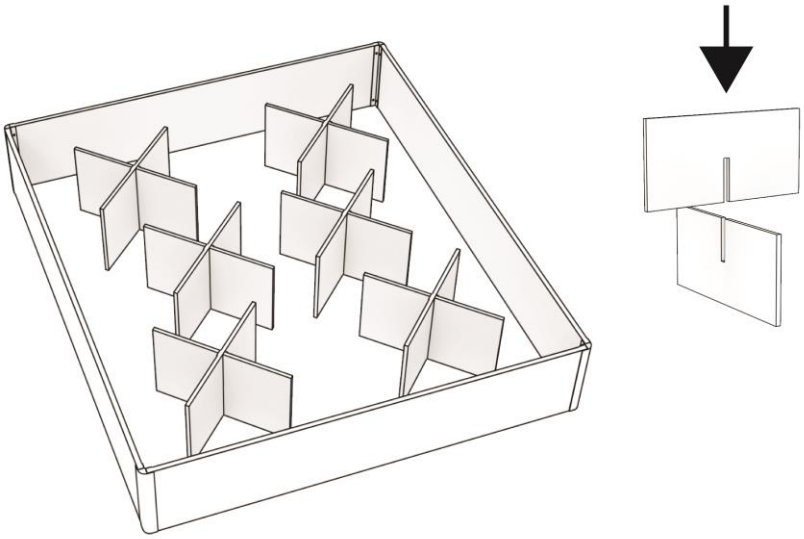

Abbildung 3: Montage der Kreuzstücke und Beispiel der Aufstellung.
Schritt 3. Montieren Sie die mitgelieferten Kreuzbalken und legen Sie diese gleichmäßig in den durch die Leisten gebildeten Kasten. Siehe Beispiel in Abbildung 3. Der Ausgangspunkt ist, dass die zu platzierende Grundplatte immer in der Mitte einer Reihe von Kreuzen liegt. Die Anzahl der gelieferten Kreuze und deren Anordnung hängt von der Größe des Bettes ab. Tabelle 1 unten zeigt, wie viele Kreuze pro Bettgröße geliefert werden und wie viele Reihen von Kreuzen gebaut werden müssen.